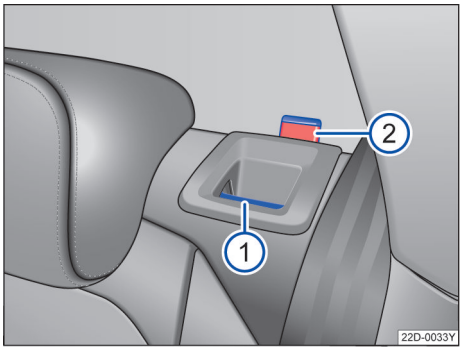

图 62 后排座椅靠背：分离按钮 ①；红色标记 ②
– 向前拉分离按钮→ 图 62 ①，同时前折靠背。
– 松开后排座椅靠背后应能看见按钮上的红色标记 ②。